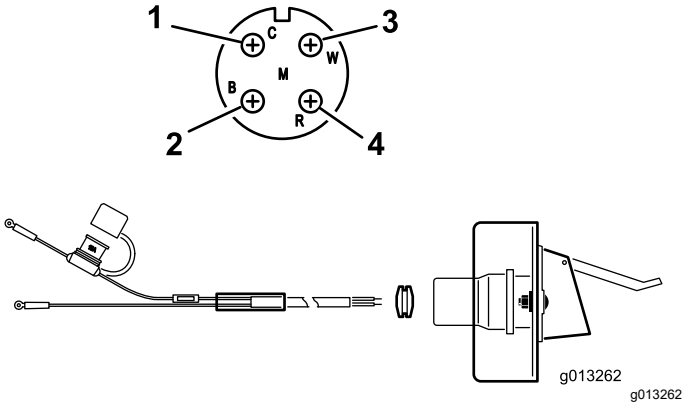

Figur 11
2. Dra elkablarna från batteriet till elkontaktfästet och fäst dem (Figur 11).
3. Dra ledningarna genom uttagsfästet och montera en svart gummihylsa runt dem (Figur 11).